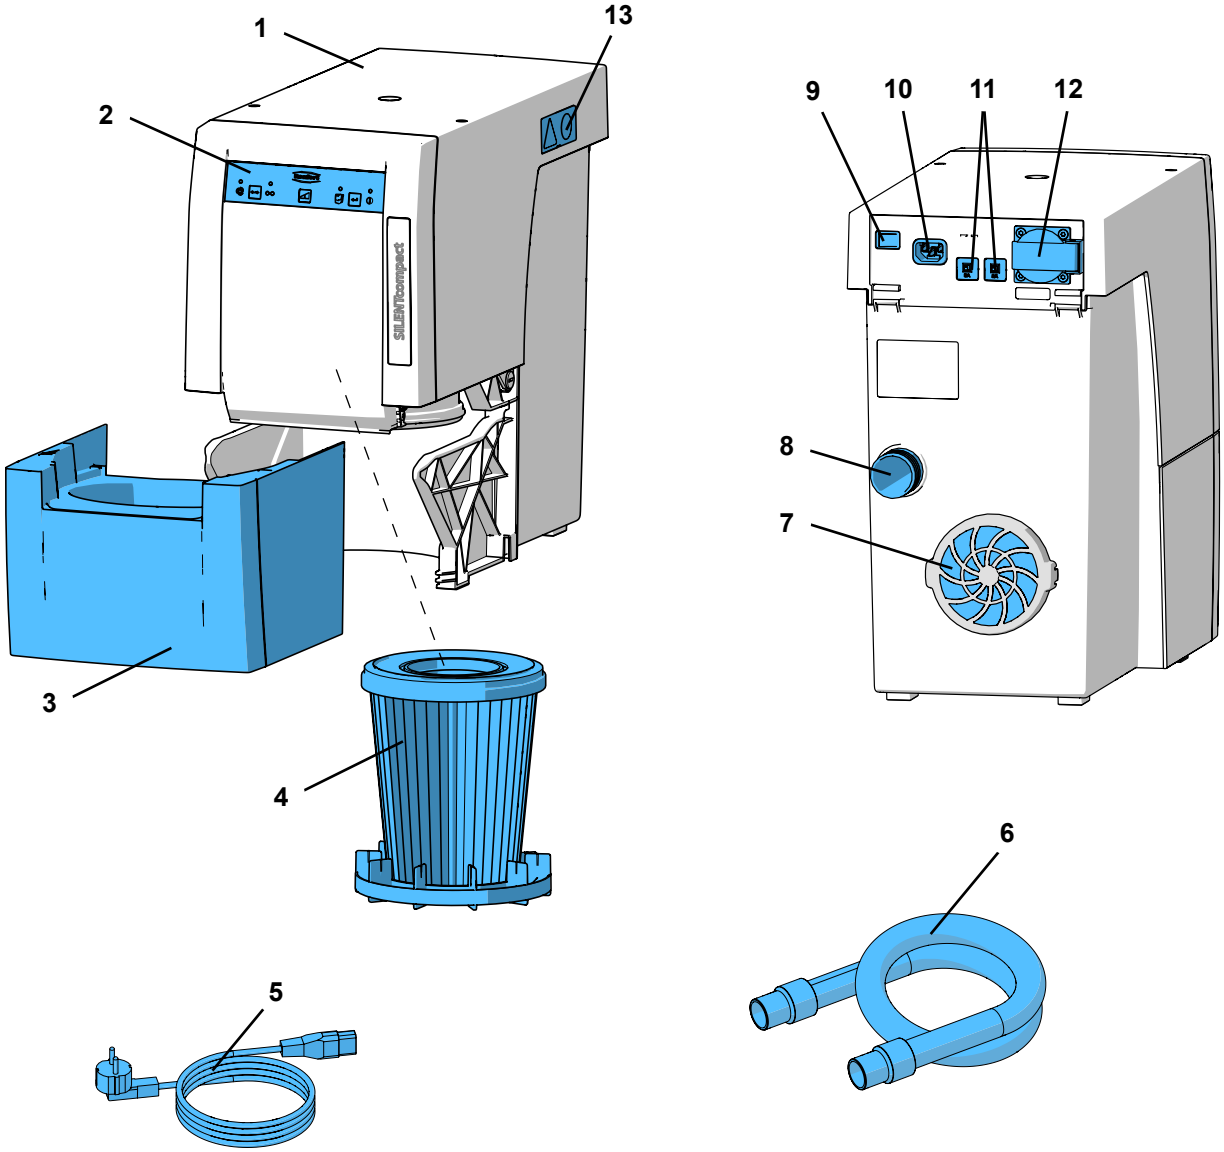

Bild 1
- frånluftsutloppet (7, bild 1) är inte blockerat.
⇒ Sätt in nätkontakten (5, bild 1) i eluttaget (10).
⇒ För in sugslangen (6, bild 1) i sugmunstycket (8).